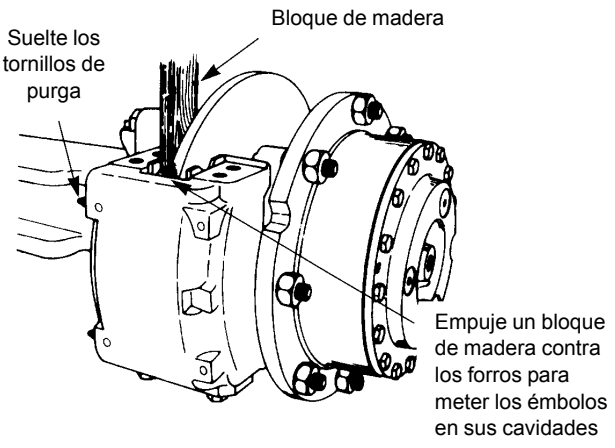

FIGURA 8-13
4. Utilice un pedazo de madera como palanca contra los forros para empujar los émbolos hasta meterlos completamente en la caja. Apriete los tornillos de purga Figura 8-13.